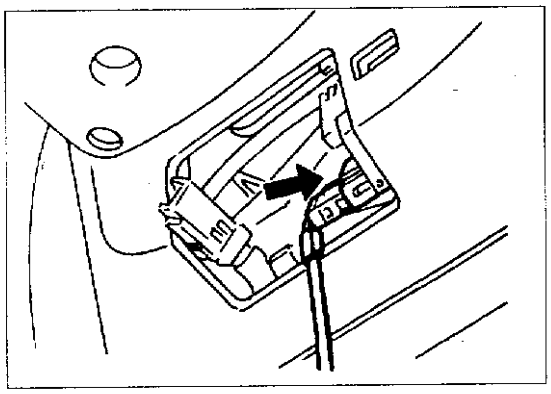
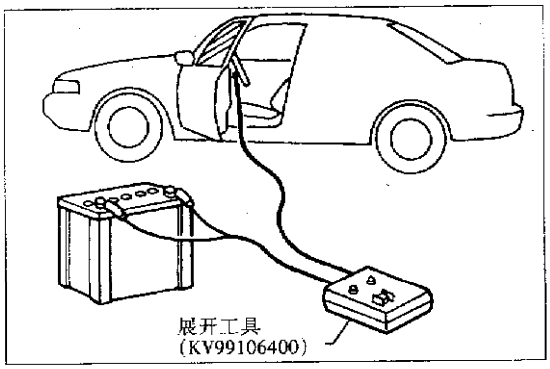

图10-2-33
图10-2-34
①断开电瓶线,等待10min。
②分离气囊接头,见图10-2-33。
③连接展开工具(SST: KV99106400)和气囊模块。
④连接红夹头到电瓶正极,黑夹头到电瓶负极,见图10-2-34。
⑤"deployment tool power"灯显示绿色。
⑥按下展开工具键"air bag connector voltage"灯点亮,气囊展开。